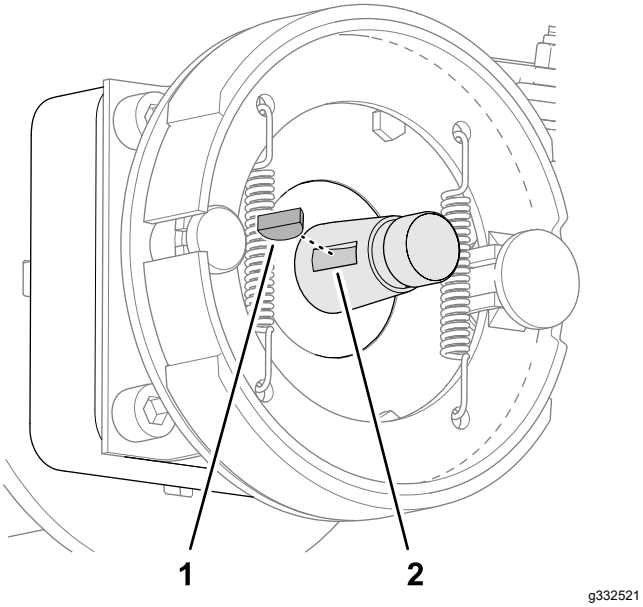

**Figur 72**
2. Sätt in woodruffkilen i skåran på hjulmotoraxeln (Figur 72).